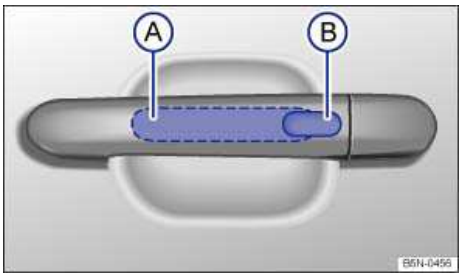

Fig. 30 Keyless Access system: Sensor for unlocking A on the inside of the front door handles. Sensor for locking B on the outside of the door handles.
All you have to do is touch a sensor surface on one of the outside door handles ⇒ fig. 30 or push the Volkswagen emblem on the luggage compartment lid ⇒ *Luggage compartment lid* when a valid remote control vehicle key is within range ⇒ ⓘ.
- Keyless Entry: Unlocking the vehicle with the sensor surfaces on the outside door handles of the driver or passenger door ⇒ fig. 30 (A) or by using the Volkswagen emblem on the luggage compartment lid.
- Keyless Exit: Locking the vehicle via the door handle sensor on the driver or passenger door (B).